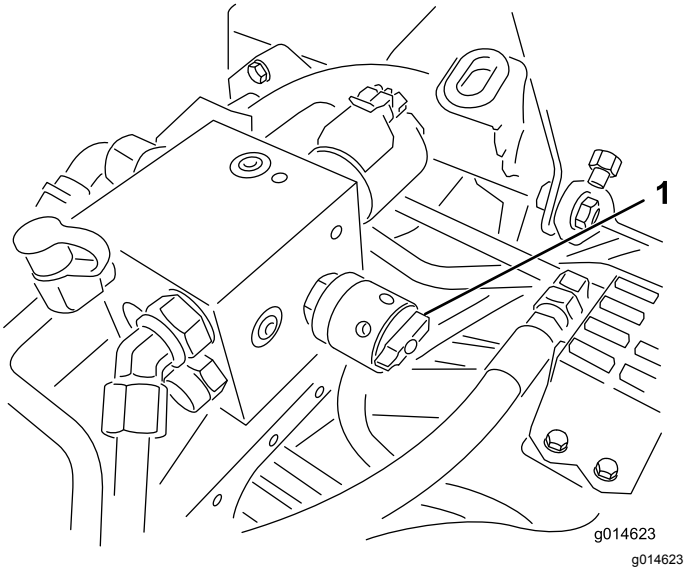

**Figur 50**
6. Drej hastighedsregulatoren til knivcylindre til indstillingen 1 (Figur 50).